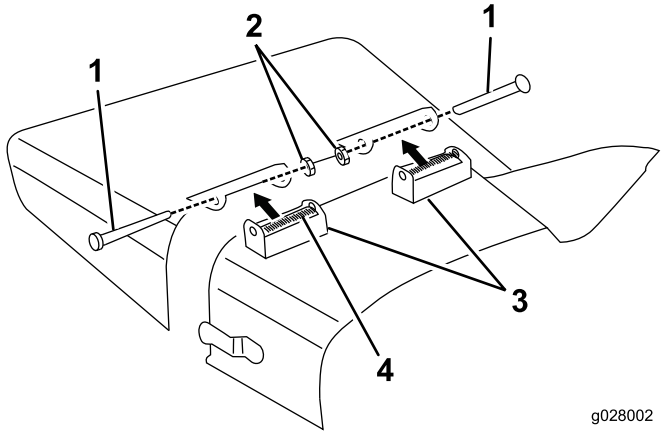

**Figura 5**
1. Retire las tornillos de caperuza, las contratuercas y los muelles que sujetan los soportes del deflector a los soportes de giro (Figura 5).
2. Retire los pernos de cuello cuadrado y las tuercas con arandela prensada que sujetan los soportes de giro a su alojamiento (Figura 5).